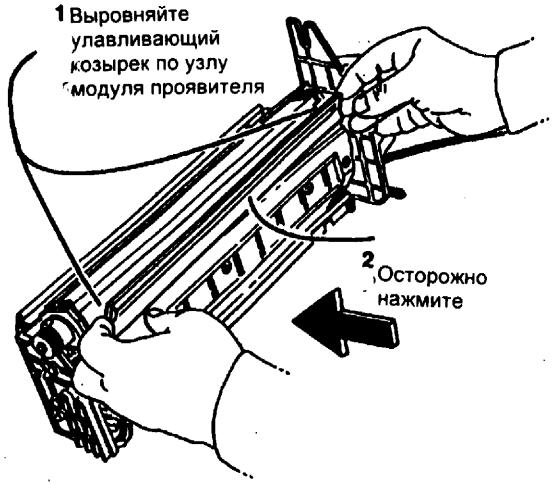

Рис. 3 Выравнивание улавливающего козырька
3. (Рис. 3) Установите улавливающий козырек.